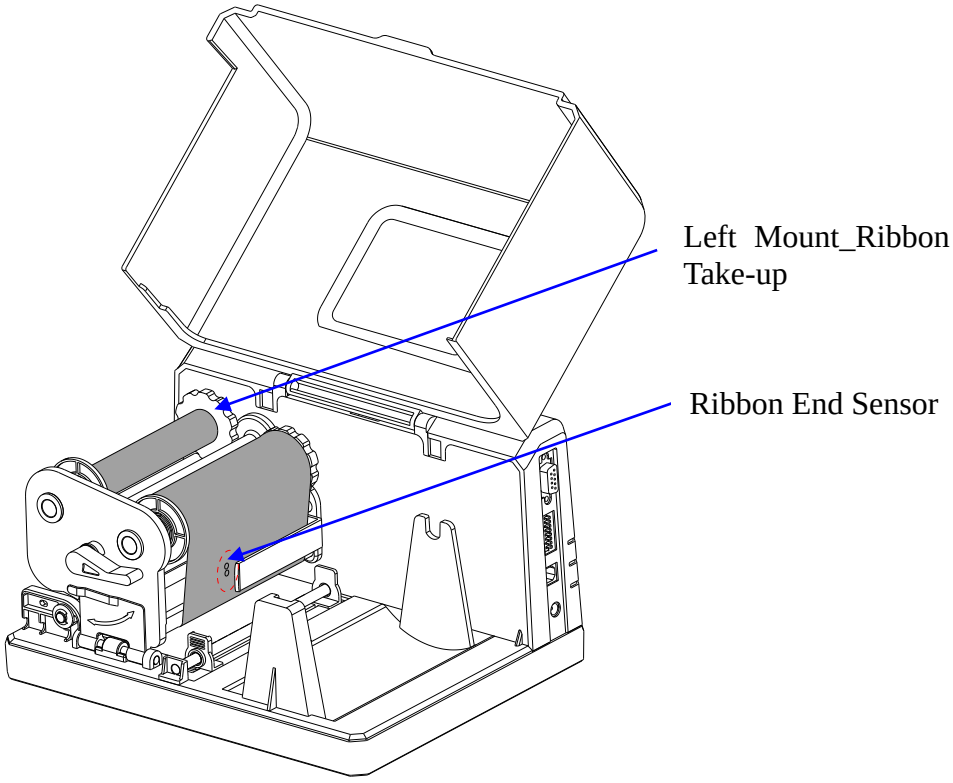

Figure 2-10 Ribbon Roll loaded
6. Turn the Left Mount of the Ribbon Take-up clockwise to tighten the ribbon. See Figure 2-10. The ribbon installation is complete.